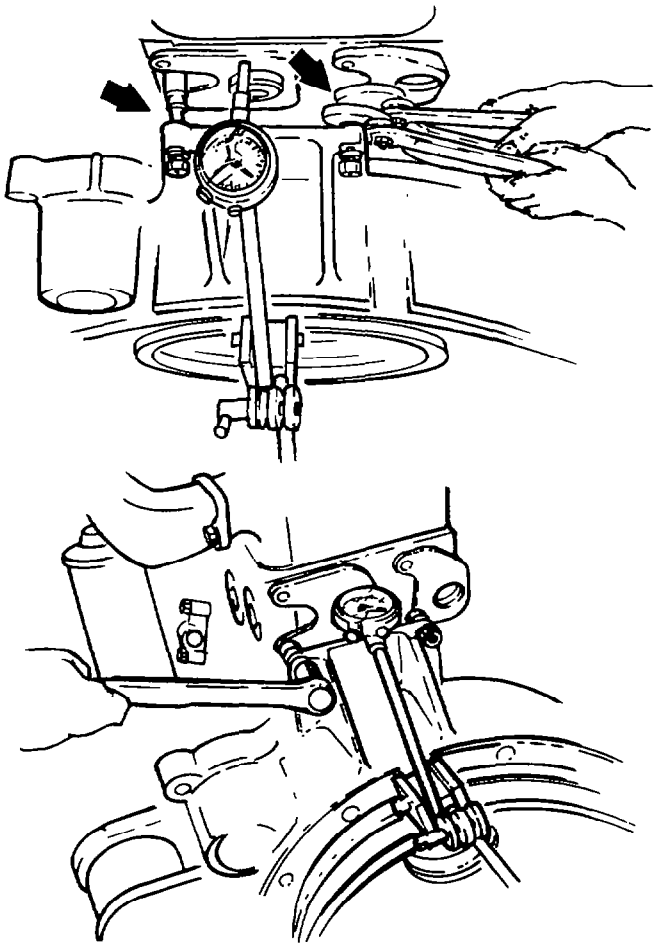

Fig. 75 — Pre-loading Flywheel Housing
f. Mount the dial indicator gauge on the flywheel housing near the support bracket (see fig. 75) then zero the gauge.